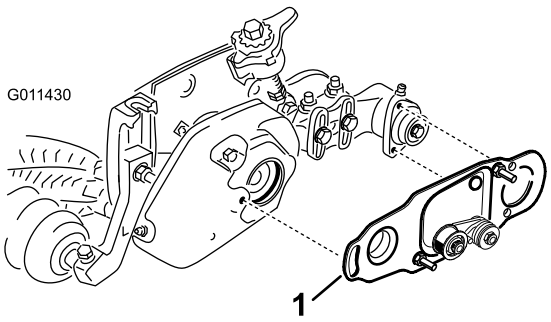

Figure 46
5. If a roller brush is installed, make sure the brush plate (Figure 46) is parallel to the cutting unit side plate and is fully inserted into the rubber grommets.